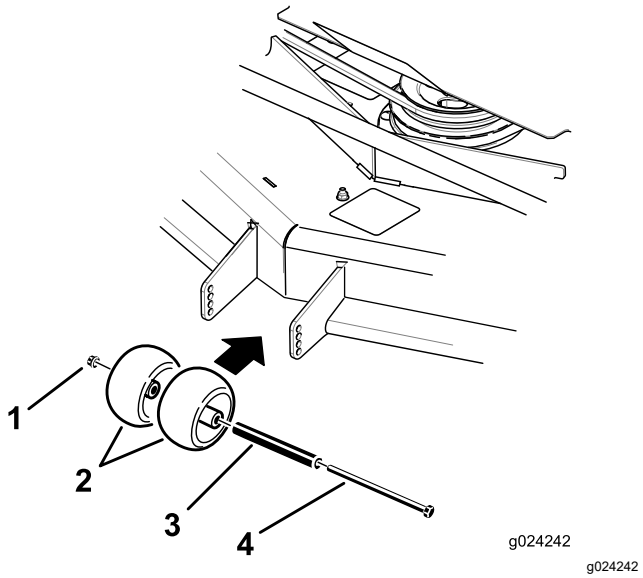
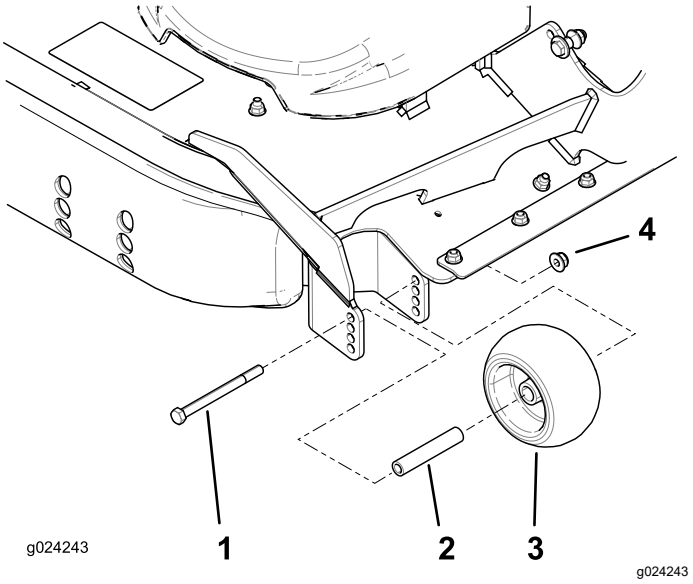

Rysunek 32
Rysunek 33
3. Wyreguluj rolki zapobiegające zdzieraniu darni w sposób pokazany na Rysunek 32 oraz Rysunek 33.